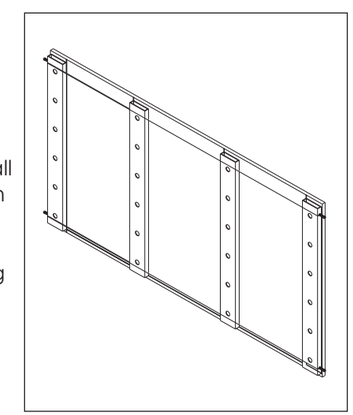

Figure 8: *Use Shims between Tube and Wall until All Tubes are in Line and Level*
- **d.** Use the supplied shims to ensure all tubes are in line and level to each other. Refer to **Figure 8**. Double-check the tube plumbness as tubes are adjusted using the string line. Each individual tube should be level within $^{1}/_{4}$" [6 mm]